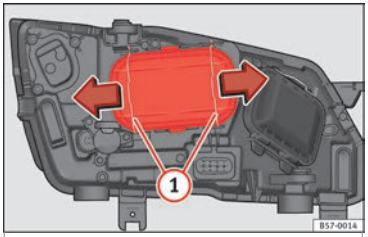

Fig. 102 In the engine compartment: remove the lid.
2. Move the loops ››› **Fig. 102** (1) in the direction of the arrow and remove the cover.